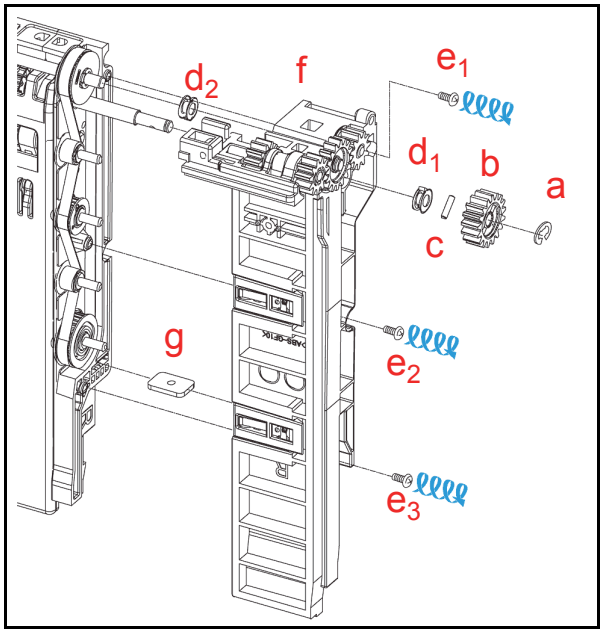

Figure 4-6 Right Frame Outer "R" Removal
7. Remove the single (1) E-ring (See Figure 4-6 a) and the single (1) Gear (See Figure 4-6 b) located on the right side of the Transport Unit.
NOTE: Be careful that the parallel Pins (See Figure 4-6 c) and their related Bushings (See Figure 4-6 d_1 & d_2) are not lost when removing them.
8. Remove the three (3) Assembly Mounting Screws (See Figure 4-6 e_1, e_2 & e_3) located on the right side of the Transport Unit, and remove the Right Frame Outer "R" Assembly (See Figure 4-6 f) from the Transport Unit.
NOTE: When replacing the Frame Outer "R" Assembly, ensure that the Plate Nut is correctly re-positioned (See Figure 4-6 g).